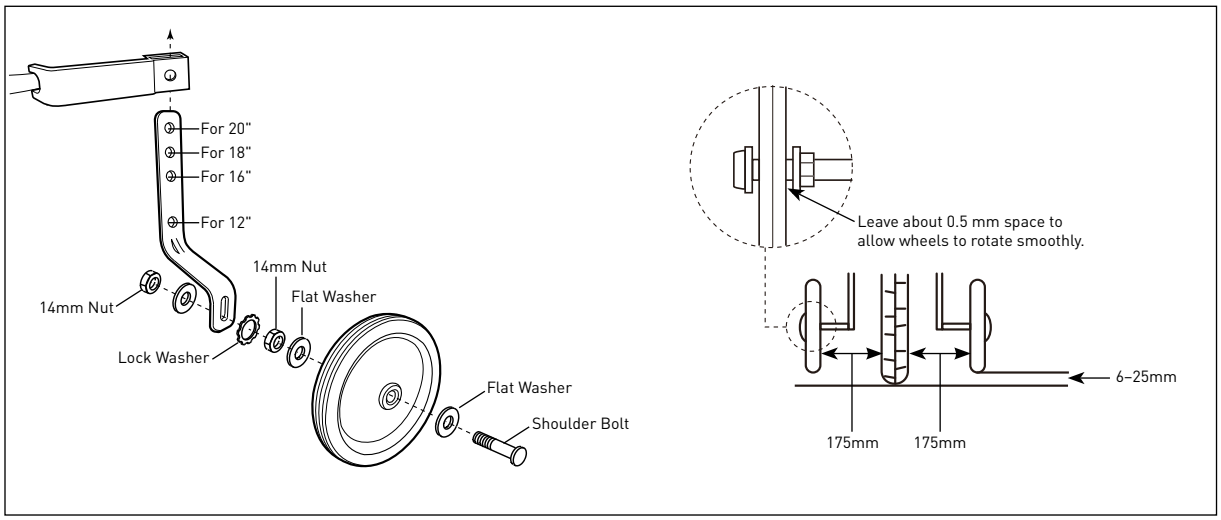

Figure 1
4. Check to see that there is no more than 25mm of clearance between each wheel and the ground when the bicycle is held upright at 90°, and that the training wheels extend a minimum of 175mm from the center of the bicycle's rear wheel (see figure 1).